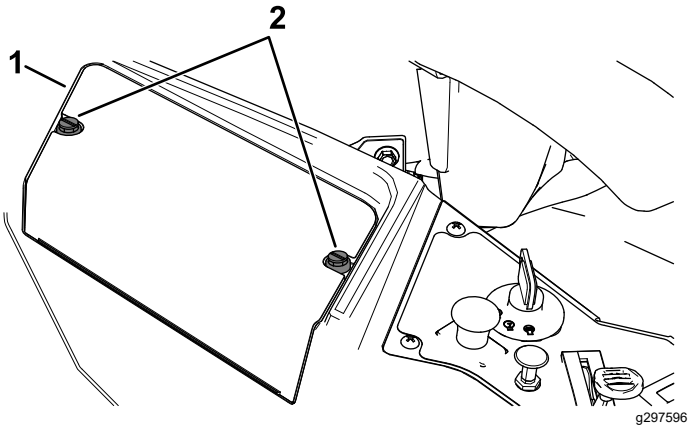

Figur 54
3. Løsne de to festene på batteridekslet mot klokken 1/4 omdreining, og fjern batteridekselet (Figur 54).
6. Monter batteridekselet ved å trykke ned og stramme de to festene med klokken (Figur 54).